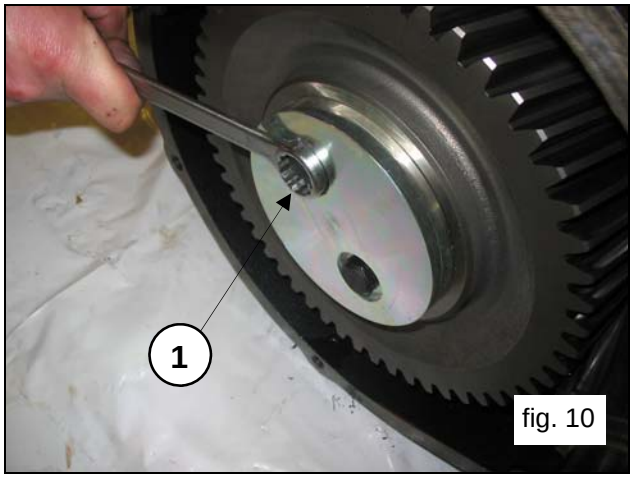
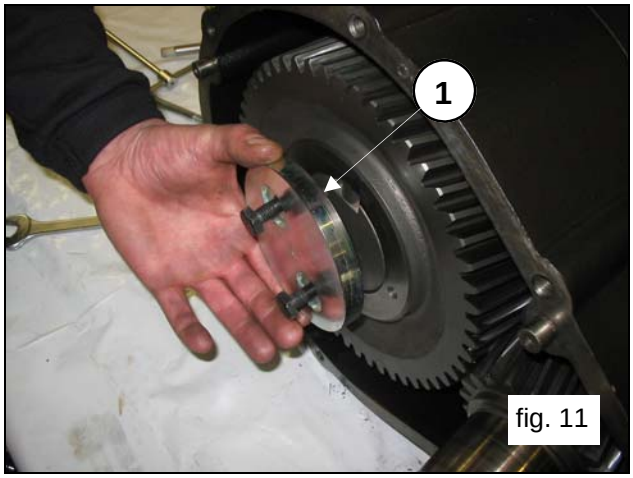

fig. 10
fig. 11
When this operation is complete, remove the reducer cover and then slip off the bearing from the pinion. Remove the screws that fasten the ring gear stopper (pos.①, fig.10), and remove the stopper itself (pos.①, fig.11).